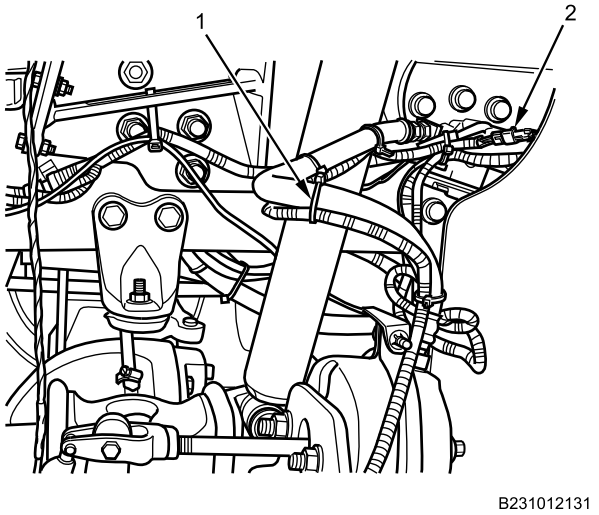

Figure 20. Left ABS Sensor Connected.
14. Connect ABS sensor electrical connector (Figure 20, Item 1) and install new cable lock straps (Figure 20, Item 2) as necessary.